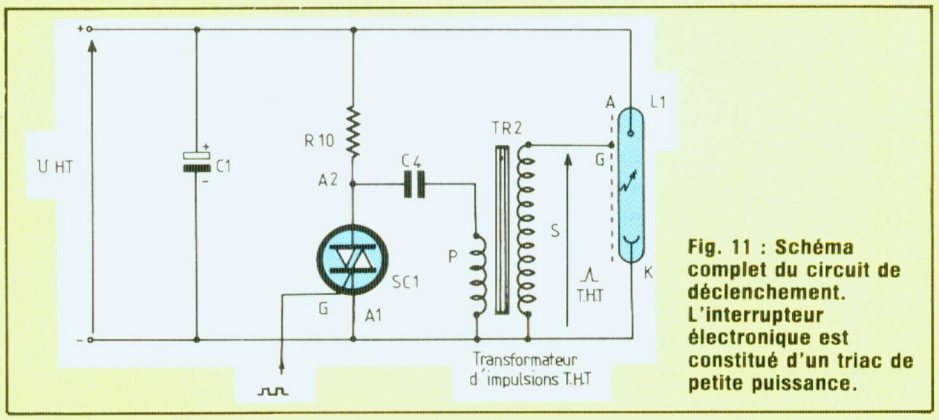

Fig. 11 : Schéma complet du circuit de déclenchement. L'interrupteur électronique est constitué d'un triac de petite puissance.
Dans le même temps, R10 s'était trouvée en parallèle sur la haute tension continue, déchargeant au mieux C1 pour un nouveau cycle sans en affecter toutefois l'énergie réservée à L1 à cause de sa forte valeur. A la figure 11, nous trouvons le schéma complet du circuit de déclenchement, l'interrupteur électronique est en fait constitué d'un triac de petite puissance sur lequel arrivent les impulsions de déclenchement. Sans entrer dans le fonctionnement d'un tel composant, ce qui a été décrit maintes fois dans la revue, précisons seulement pour le cas qui nous intéresse que l'anode 2 (A2) étant positive par rapport à l'anode 1 (A1) et la tension de déclenchement de la gâchette (G) étant positive (créneaux positifs issus du 555), le mode de commande de SC1 est dit 1+ ou mode 1 et le fonctionnement se fait dans le quadrant I. La sensibilité du système est maximale dans ce quadrant et tout type de triac de bonne qualité devrait convenir, nous donnons toutefois à nos lecteurs les caractéristiques du 2N 5756 utilisé de façon à pouvoir parfaire une équivalence toujours possible.